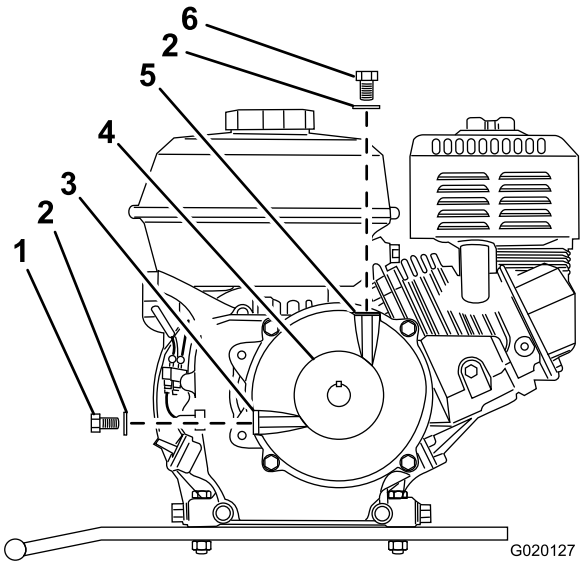

Figure 64
3. Retirez le boulon et la rondelle de l'orifice de remplissage au sommet du carter réducteur (Figure 64).
4. Retirez le boulon et la rondelle de contrôle de niveau d'huile de l'orifice de niveau d'huile sur le côté du carter réducteur (Figure 64).
9. Remettez le boulon et la rondelle de contrôle de niveau d'huile sur l'orifice de niveau d'huile du carter réducteur, et serrez le boulon (Figure 64).
10. Placez le boulon et la rondelle sur l'orifice de remplissage du carter réducteur, et serrez le boulon (Figure 64).